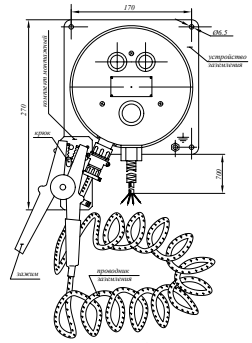

Рис. 1
3.1 В комплект поставки УЗА (см. рис.1) входит:
8.3 Устройство заземления и контроля устанавливается рядом с устройством налива (слива), желательно с левой стороны по ходу движения автоцистерны, на высоте 1,5 – 1,7м от земли. Проводник заземления, со стороны устройства заземления, должен быть жестко закреплен к элементам крепления устройства заземления, свернут в кольцо диаметром не менее 1м. и надет на крюк (см. рис.1).